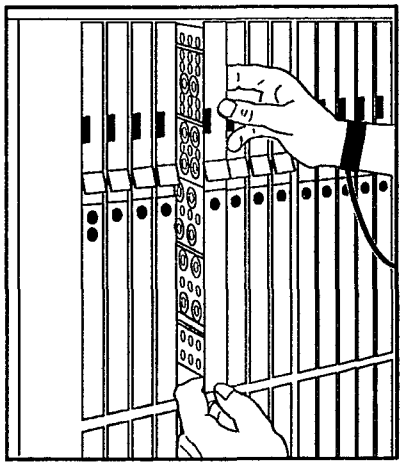

Figure 3-1. Installing Circuit Packs—Step 3
3. Position the circuit pack in the track provided in the circuit pack slot and, with your thumbs positioned one at the top and one at the bottom of the circuit pack, push the circuit pack into the slot using one continuous, even-pressured motion until the circuit pack goes no further; see Figure 3-1.